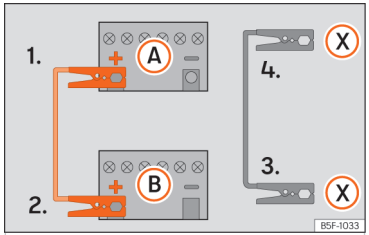

Abb. 161 Anschlussplan für Fahrzeuge mit Start-Stopp-System.
Starthilfekabel nur in folgender Reihenfolge anklemmen **1 > 2 > 3 > 4** ››› **(Abb. 161)**.
Fahrzeuge mit Start-Stopp-System: Klemmen Sie ein Ende des schwarzen Starthilfekabels (X) an einen geeigneten Masseanschluss, ein massives, fest mit dem Motorblock verschraubtes Metallteil oder an den Motorblock selbst ››› **(Abb. 161)**.
5. Klemmen Sie das andere Ende des *schwarzen* Starthilfekabels (X) im Fahrzeug mit der entladenen Batterie an einen geeigneten Masseanschluss, an ein mit dem Motorblock verschraubtes, massives Metallteil oder an den Motorblock selbst, aber so weit wie möglich von der Batterie **A** entfernt an.